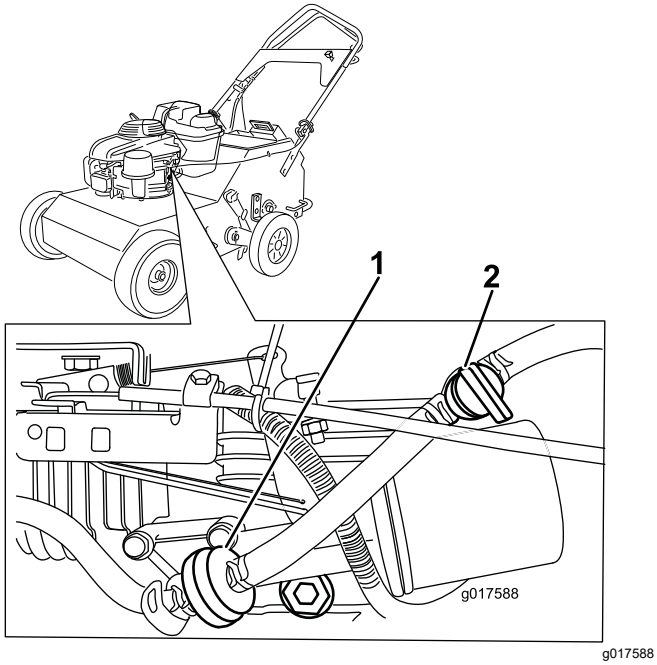

Figure 12
2. Ouvrez le robinet d'arrivée de carburant en l'alignant sur le flexible d'alimentation (Figure 12).
3. Avancez complètement la commande d'accélérateur à la position Starter (Figure 12).